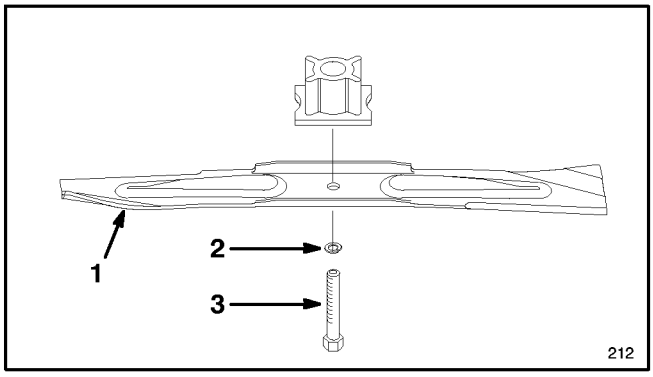

Abbildung 24
5. ENTFERNEN DES MESSERS—Endstück des Mähmessers mit einem Lappen bzw. einem dicken Handschuh anfassen. Messerbolzen, Sicherungsscheibe und Messer entfernen (Abb. 24).